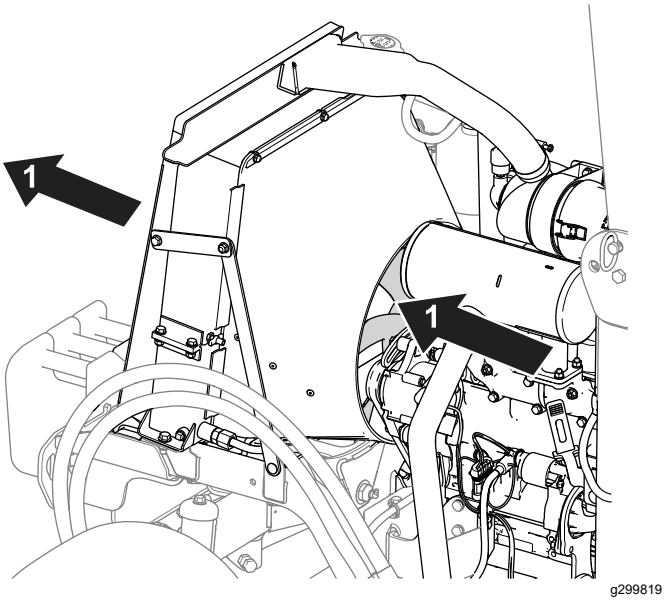

Figur 72
- Använd tryckluft för att rengöra kylflänsarna. Rikta luften ut från maskinen (Figur 72).